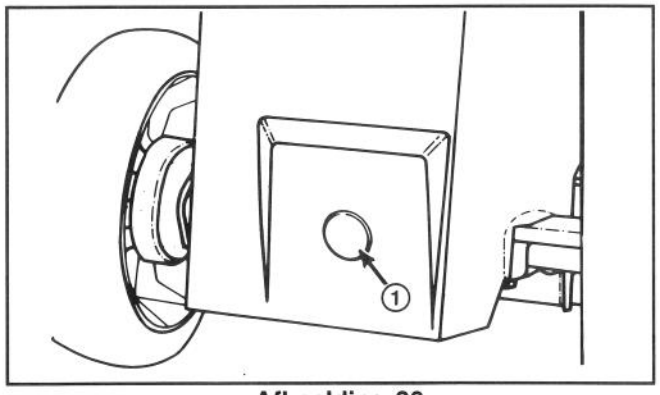

Afbeelding 28
3. Verwijder de plastic dop van het vulpunt aan de achterkant van de maaier (Afb. 28).